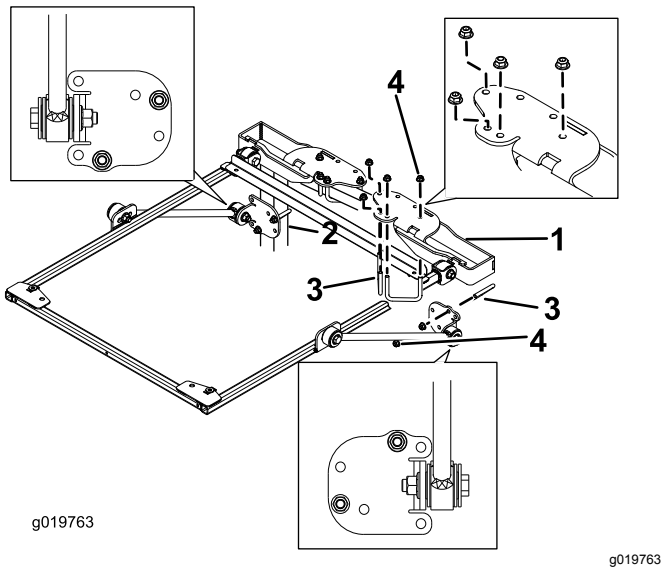

Figura 9
9. Posicione os suportes de montagem do ROPS na parte superior da barra de segurança da unidade de tração (Figura 9).
10. Utilizando os furos de montagem mostrados na Figura 9, monte cada suporte de montagem do ROPS na parte superior da barra de segurança com 2 cavilhas em U (2¾ pol.) e 4 porcas flangeadas.
11. Utilizando os furos de montagem mostrados na Figura 9, monte sem apertar completamente cada um dos suportes de cinta às colunas da barra de segurança com uma cavilha em U (2¾ pol.) e duas porcas flangeadas.